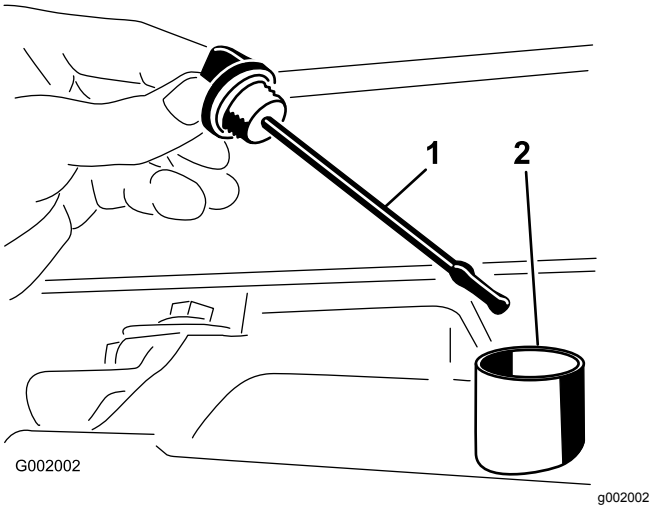

Figur 52
2. Fjern målepinden fra gearkassen, og aftør den med en ren klud (Figur 52).